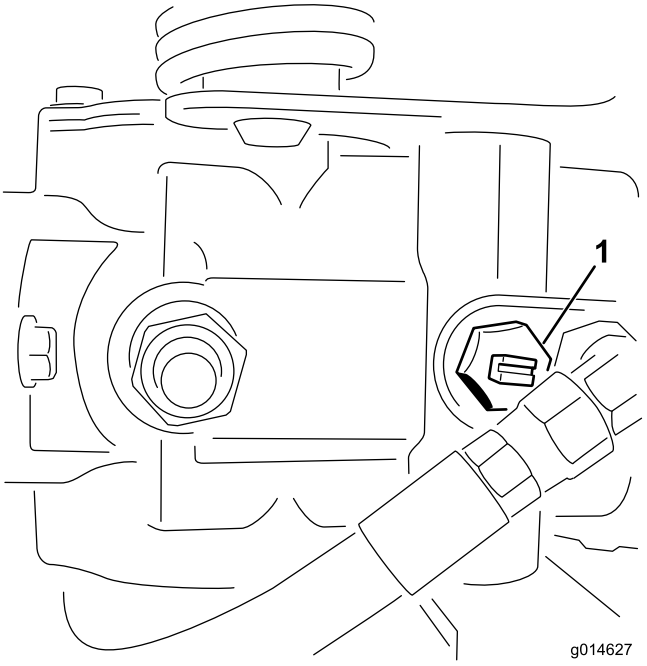

Figur 42
1. Find omløbsventilen på pumpen, og drej den, så rillen er vertikal (Figur 42).
2. Luk omløbsventilen ved at dreje den, så rillen er horisontal (Figur 42), før du starter motoren. Start ikke motoren, mens ventilen er åben.